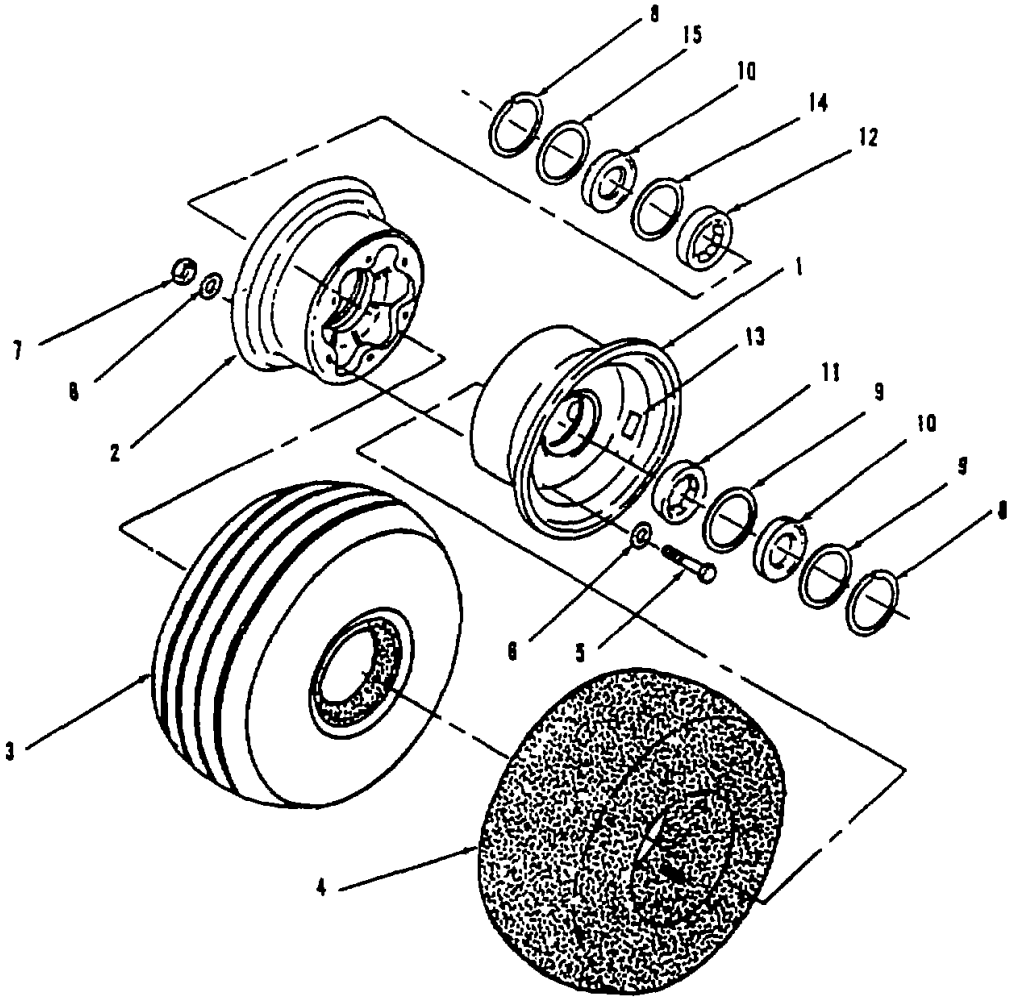

Figure 3-9. Wheel Assembly, Model 204-050-200-5
The Wheel Assembly is group number 03 in the MAC. This procedure is applicable to wheel assembly with part number 40-76-1, used on Ground Handling Wheels Assembly, Model 204-050-200-5. The numbers in parenthesis refer to figure 3-9. Observe all WARNINGS and CAUTIONS while performing the following Inspections.
1. Remove the tire and tube (Figure 3-9).
a. Press valve stem core to vent air from tube(4) and deflate tire completely.
c. Remove nuts(7), washers (6), and bolts (5) from wheel halves at three locations.
d. Separate wheel halves (2) and (1) and remove tire (3) and tube (4).
a. Remove lockring (8), washer (9), felt packing (10), washer (9), and bearing (11) from outer wheel half (1).
b. Clean bearing race and inspect for damage. If race is damaged, replace outer bearing (11) or wheel half (1).
a. Pack new bearing by dipping in grease (item 7, Appendix D) and working between balls and cage with fingers.
b. Install new bearing (11), washer (9), felt packing (10), flat washer (9), and lock ring (8).